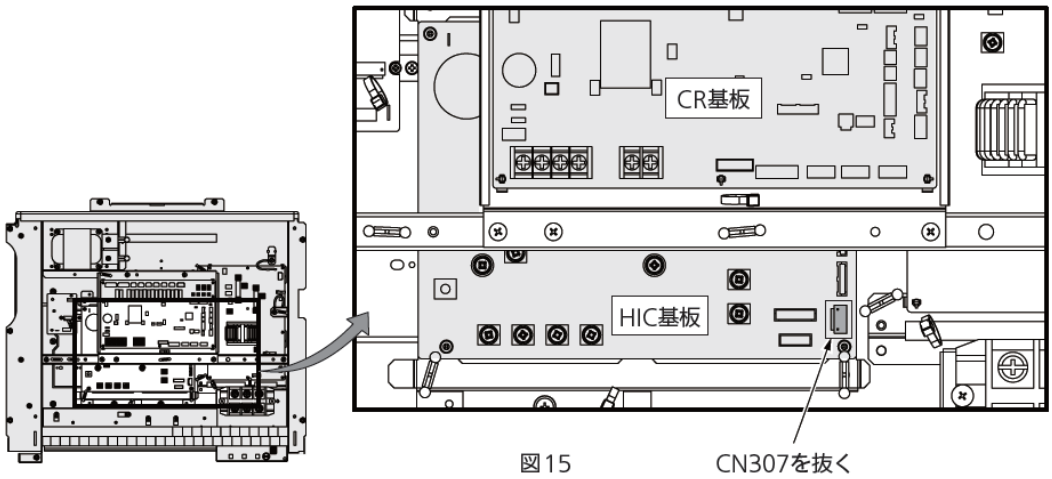

図15
4) 同一空調システムのすべての室外ユニットの安全対策インターロック・高圧スイッチソケット(CN307)を基板から抜きます。(インターロック状態)(図15)